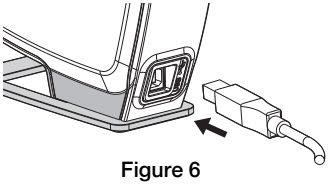

Figure 6
1. Plug the USB cable into the USB port on the back of the label maker. See Figure 6.